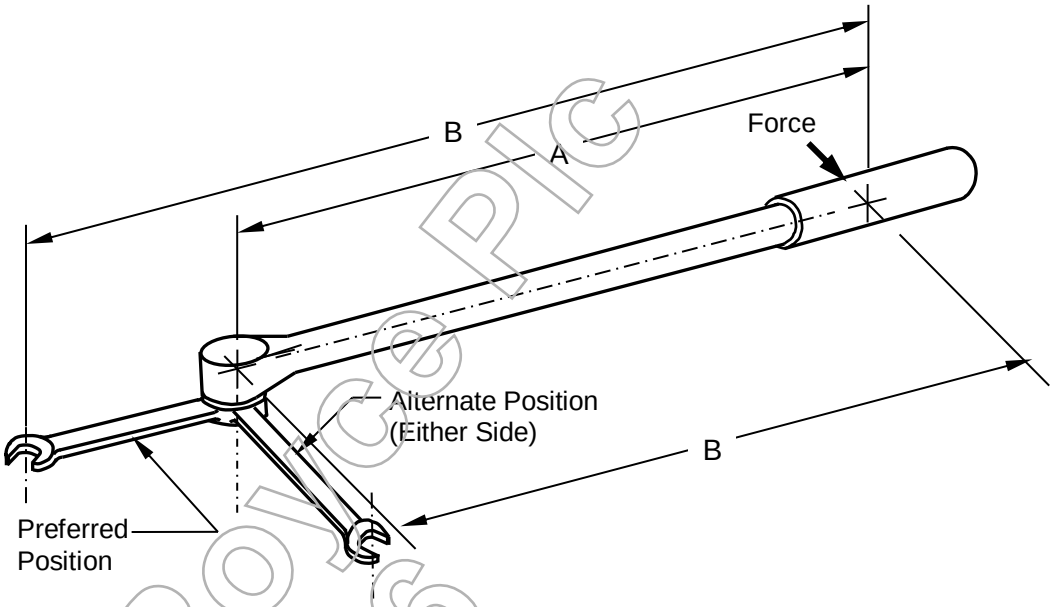

FIGURE 35 – TORQUE WRENCH USE AND EXTENSIONS
8.3.2.1 The torque reading shown on the scale of a torque wrench (without extension) is the product of the length of the wrench lever (dimension “A” in Figure 35) and the force applied to the handle.
*Note that the length B varies depending on extension position and should be measured parallel to the torque wrench lever as shown on Figure 35.